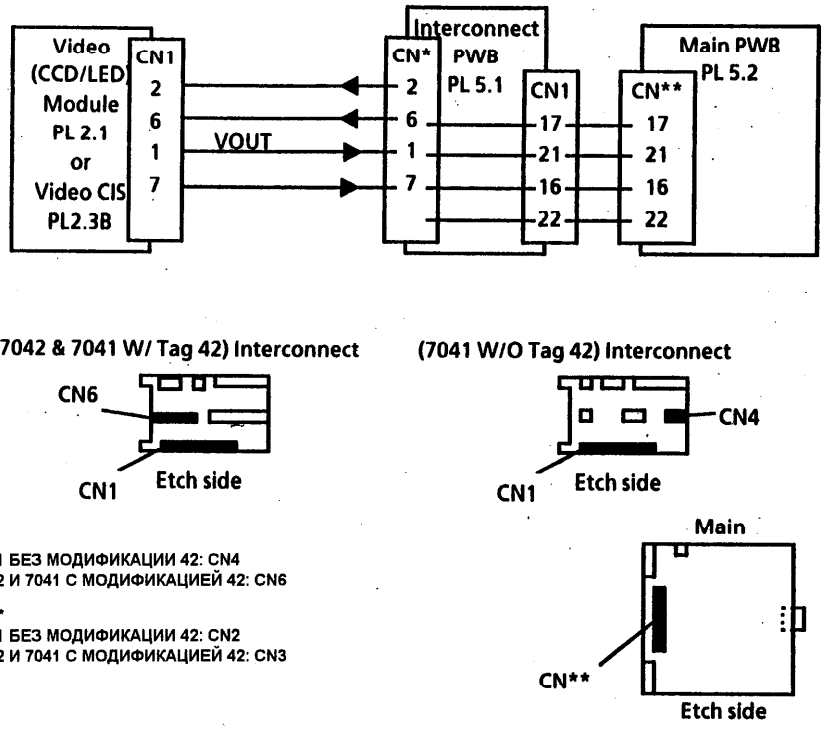

Рис. 1. Видеосистема сканера
2. Проверьте выходной видеосигнал (Рис. 1). Измерьте напряжение относительно земли на контактах соединительной печатной платы.